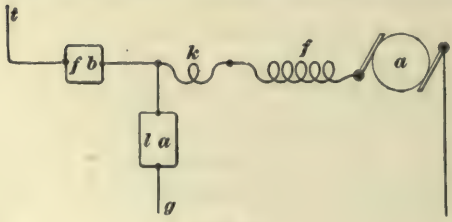

FIG. 17.
**16. Connections for Westinghouse Arrester.**—Fig. 17 shows how a Westinghouse arrester is spliced into circuit.